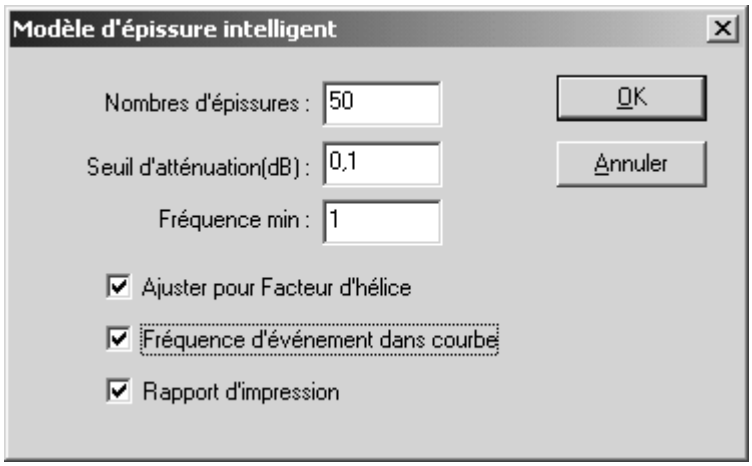

Figure 11-2: Boîte de dialogue Modèle d'Epissure Intelligent
8. Configurer la boîte de dialogue comme indiqué dans la Figure 11-2.